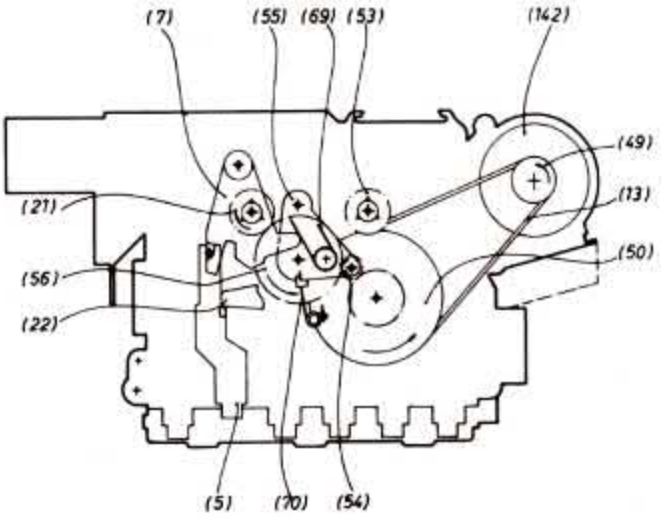
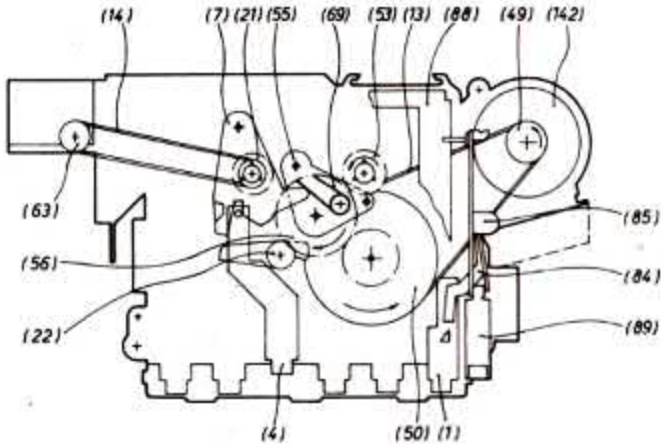

Abb. 3
Abb. 4
3.3. Funktion „Rücklauf" (Abb. 3)
3.4. Funktion „Vorlauf" (Abb. 4)
3.5. Funktion „Manueller Suchlauf" (Abb. 3 und 4)
Durch das Eindrücken eines dieser Schieber wird über den Suchlaufhebel (22) die Kopfplatte (47) analog der Funktion „Pause" zurückbewegt, wodurch die Funktion „Wiedergabe" unterbrochen wird und anschließend das Laufwerk entweder in die Funktion „Vorlauf" (Abb. 4) oder „Rücklauf" (Abb. 3) geschaltet wird. Das Band wird schnell umgespult. Nach dem Loslassen des jeweiligen Schiebers wird das Spulen beendet, und die Kopfplatte gelangt wieder in Stellung „Wiedergabe".
3.6. Funktionen „Stop" und „Auswurf" (Abb. 4)